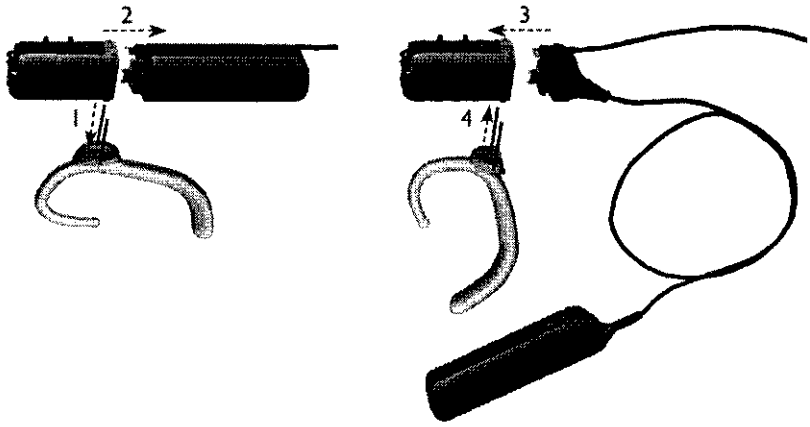

Fig. 12 Cambiando el porta baterías
4) Fije la conexión, insertando los dos pines del codo para porta baterías angulado (ver ***Fig. 12***) en los dos agujeros de la base de la unidad de control.